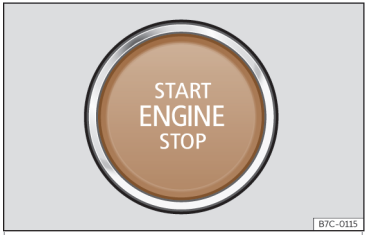

Fig. 141 Pulsador de arranque.
Al acceder al vehículo el pulsador de arranque>>> **fig. 141** parpadea para llamar la atención sobre él.
- Presione el pulsador de arranque ››› **fig. 141** sin pisar el acelerador. Para que el motor arranque debe haber una llave válida en el vehículo. Tras arrancar el motor la iluminación del pulsador START ENGINE STOP se mantiene fija indicando que el motor esta arrancado[1].
- Presione brevemente el pulsador de arranque››› **fig. 141**.